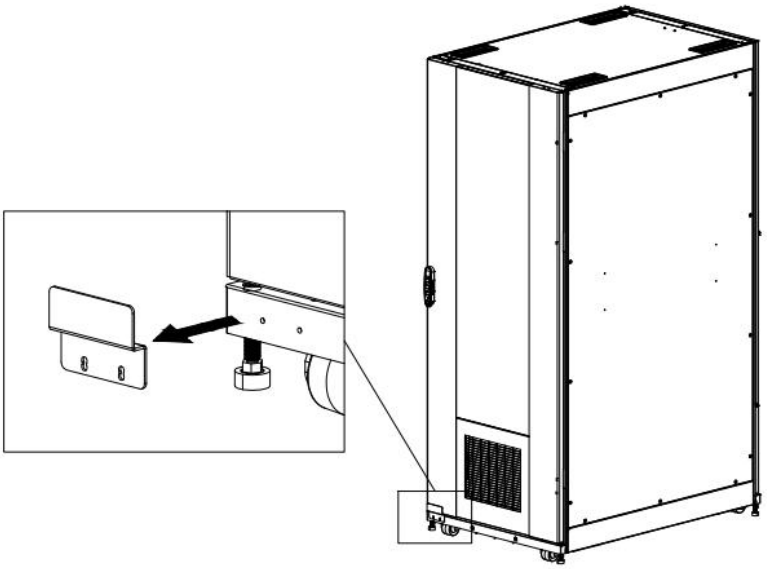

Figure 3-13 Remove the fixing bracket
h) Remove the fixing bracket at the bottom of the front door as shown in Figure 3-13.